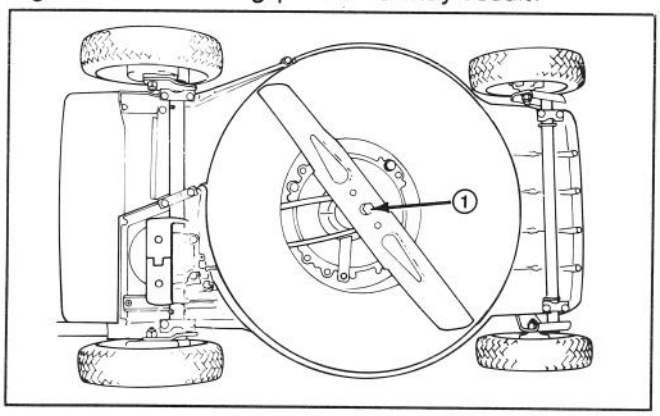

Figure 23
3. Tip mower on its left side (Fig. 23). Avoid rotating blade as starting problems may result.
5. REMOVING BLADE—Grasp end of blade using a rag or thickly padded glove. Remove blade bolt, washer, and blade (Fig. 23 & 25).